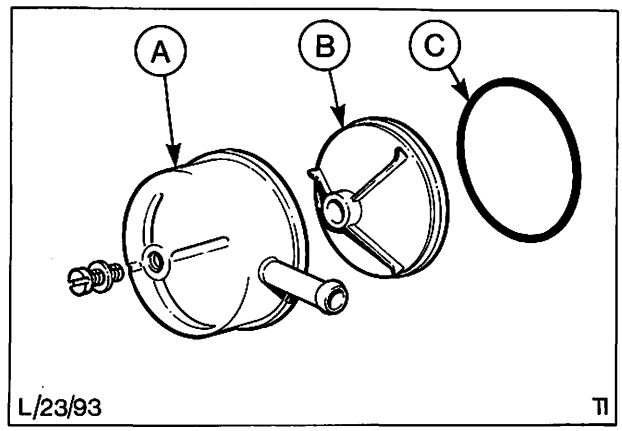

Abb. 186 Deckel der Kraftstoffpumpe zur Reinigung abbauen
3. Schraube entfernen und Pumpendeckel abbauen. Dichtring entfernen und Filter aus dem Pumpendeckel herausnehmen, Abb. 186.